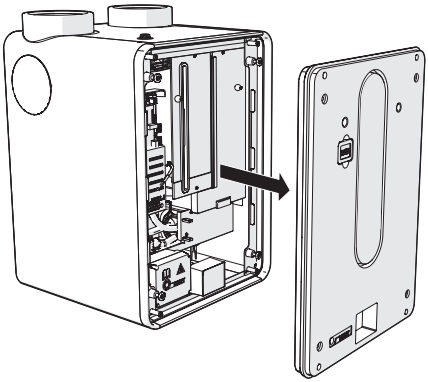

*Figuur 42 Het verwijderen van de voorzijde.*
3. Verwijder de voorzijde (figuur 42).